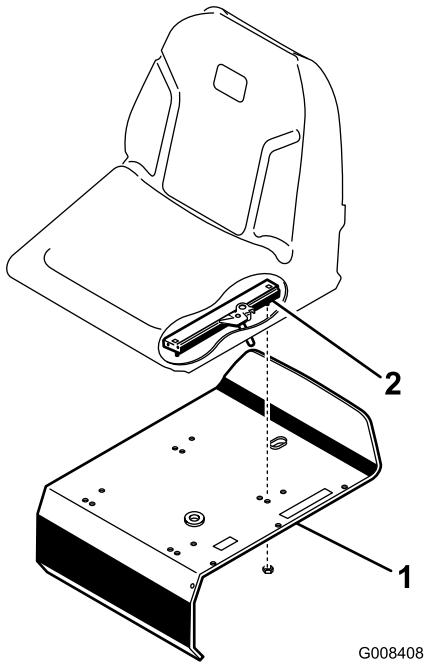

Figur 3
3. Fest seteskinnene til setestøtten med låsemutrene (5/16") (Figur 3) følger med i løse deler.